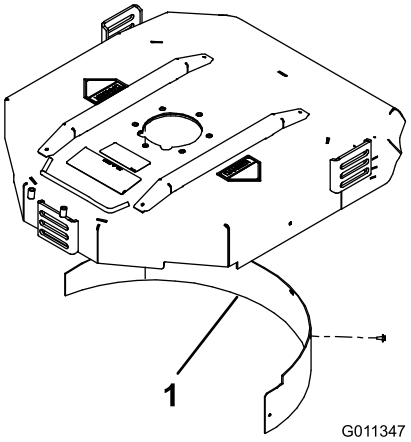

Figur 19
2. Monter kværnafskærmningen i den bageste åbning, og fastgør den med 5 flangebolte (Figur 19).